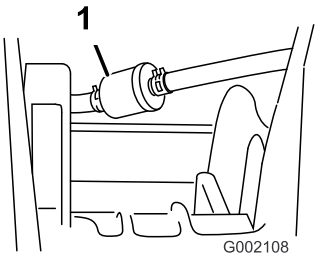

Figur 36
5. Ta bort klämmorna som håller fast bränslefiltret på bränsleledningarna (Figur 36).